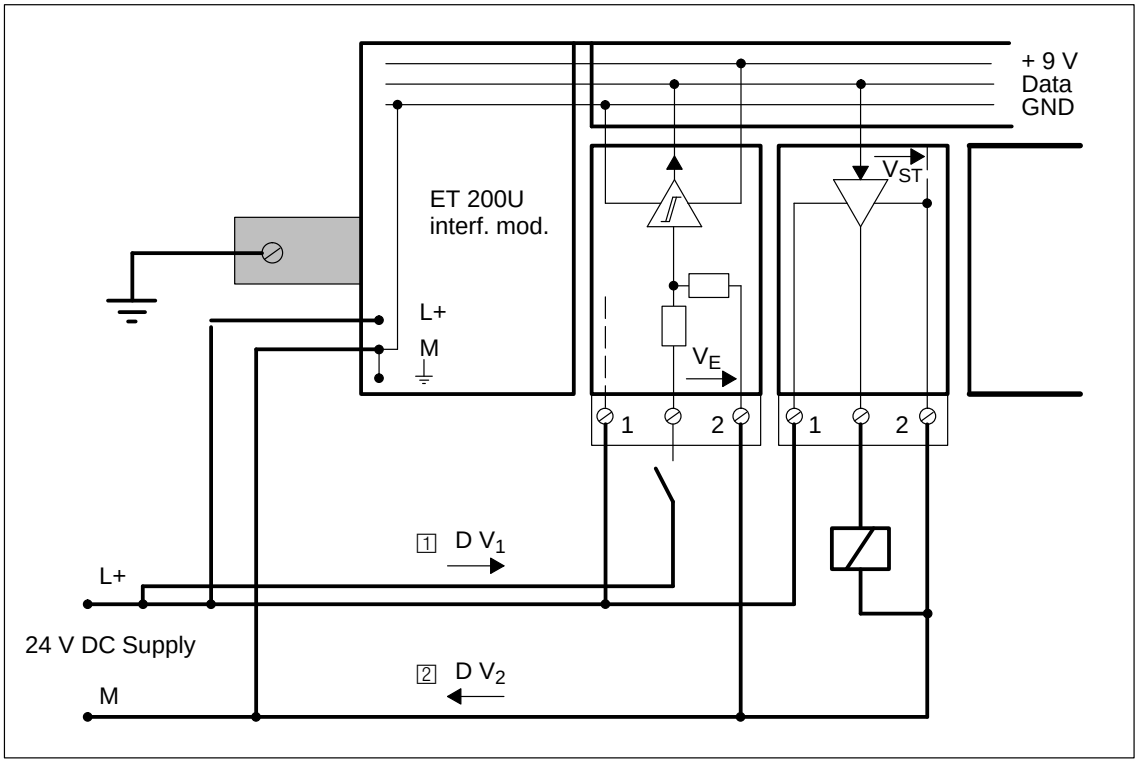

Figure 3-21 Simplified Illustration of a Configuration with Nonfloating I/O Modules
Nonfloating I/O modules work according to the following principle (see Figure 3-21):
Reference potential is terminal 2 (M) of the terminal block. A voltage drop ΔV_2 on line [2] increases the chassis ground of the output driver and in this way lowers the resulting control voltage V_{ST} (see Figure 3-21).
For a nonfloating configuration, make sure that the voltage drop on lines [1] and [2] never exceeds 1 V. Otherwise the reference potentials shift and the modules can malfunction (see Figure 3-21).